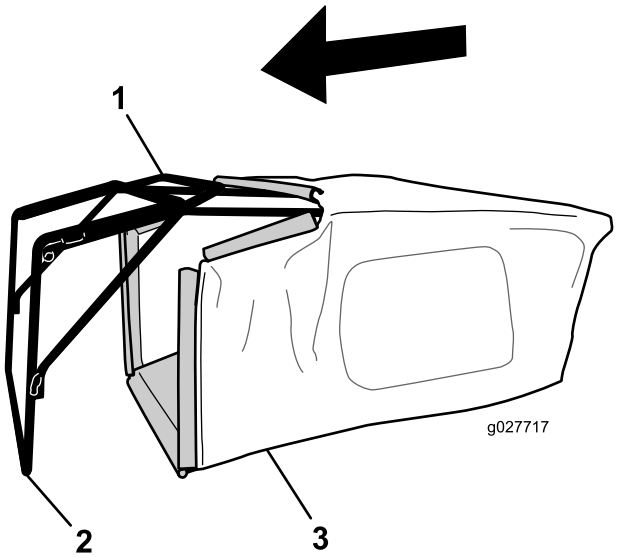

Figur 8
1. Plasser posen over rammen som vist i Figur 8.
Merk: Ikke plasser posen over håndtaket (Figur 8).